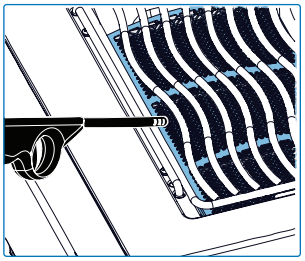

Fig. 8
3. Tournez le bouton du brûleur correspondant dans le sens inverse des aiguilles d'une montre jusqu'à la position HIGH jusqu'à ce que le brûleur s'allume **(Fig. 8).**